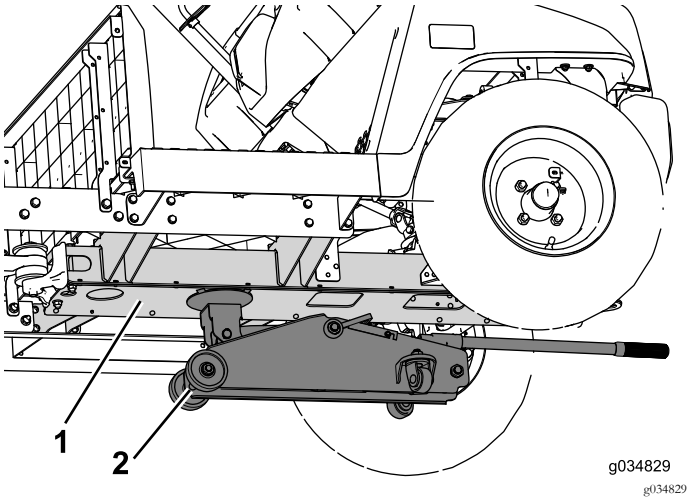

Figura 15
1. Coloque un gato de suelo debajo del perfil central para apoyar la parte delantera de la máquina (Figura 15).